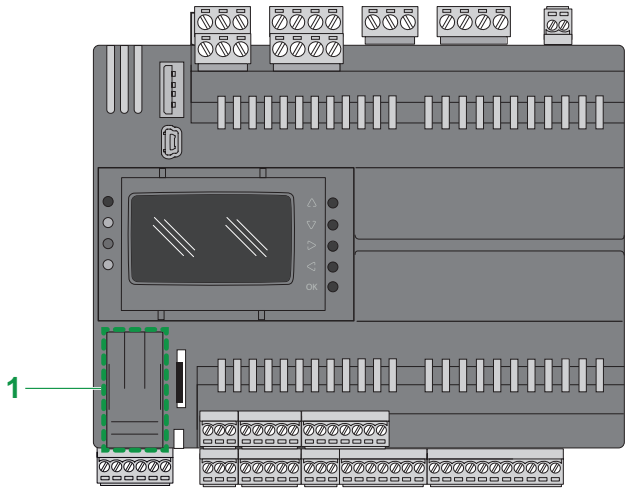

Fig. 50. EWCM 9000 PRO (HF) : Volet de service pour batterie
Les contrôleurs pour centrales compresseur CO2 **EWCM 9000 PRO (HF)** présentent un volet amovible (voir 1 **Fig. 50 page 74**) sur la partie inférieure gauche de la face avant. Ce volet de service cache un logement pour la batterie et un connecteur mâle 5 pôles (réservé). Pour remplacer la batterie, contacter le support technique Eliwell.